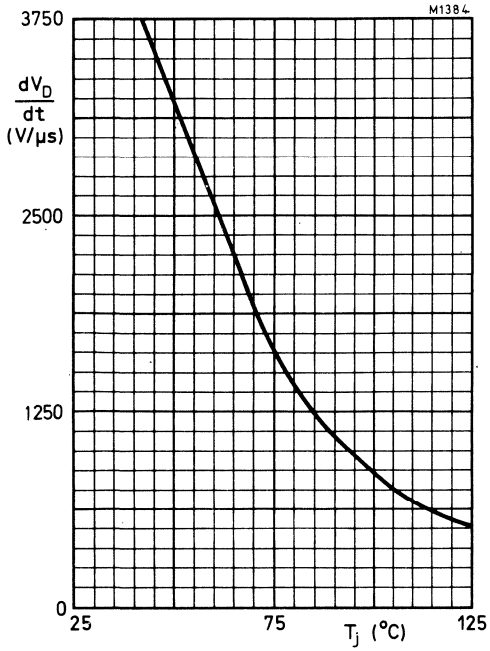

Fig.3 Maximum rate of rise of off-state voltage that will not trigger any device (exponential method) as a function of T_j.
*To ensure thermal stability: $R_{th\ j\text{-}a} < 4$ K/W (d.c. blocking) or < 8 K/W (a.c.). For smaller heatsinks $T_{j\ max}$ should be derated. For a.c. see Fig.3 (BTW38 data).